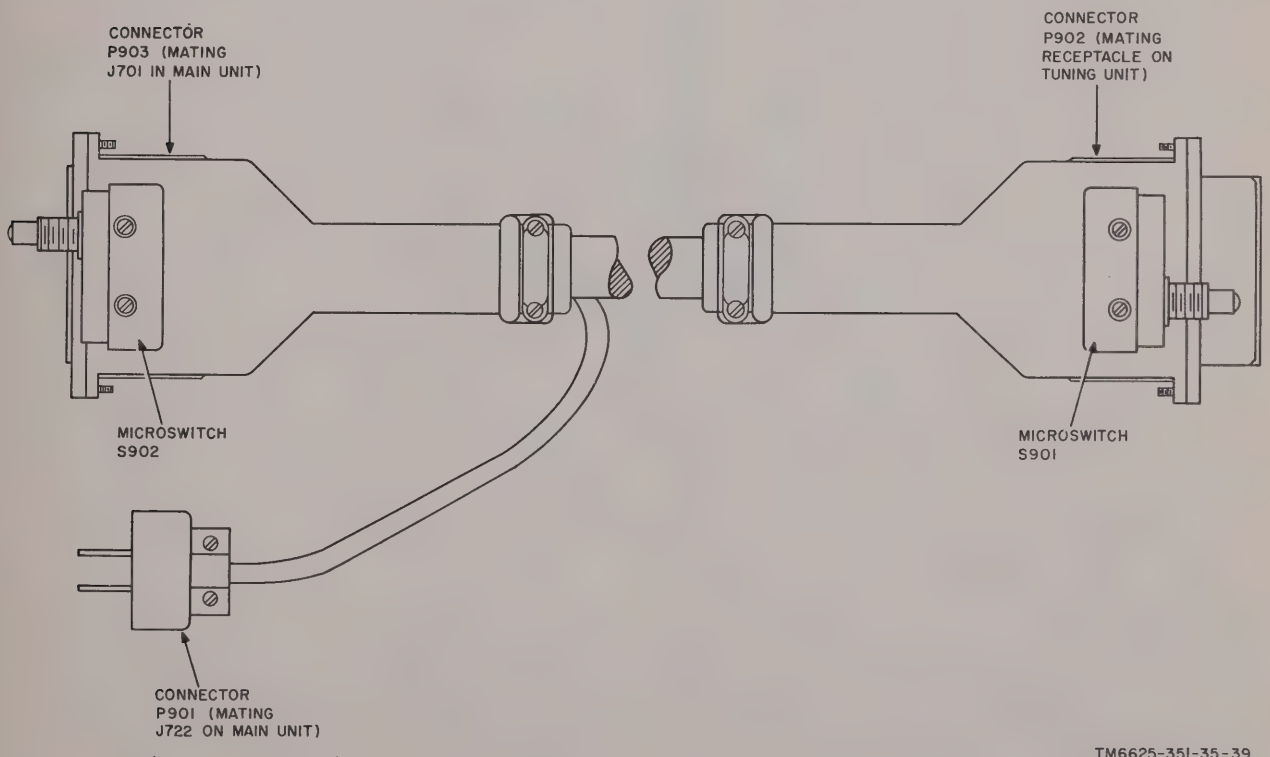

Figure 88. Cable Assembly, Special Purpose, Electrical Branched CX-6681/URM-85, parts location diagram.
b. Cable Assembly, Special Purpose, Electrical Branched CX-6681/URM-85 (fig. 88). This cable assembly is used for interconnecting a tuning unit, when operating outside of the main unit for troubleshooting (para 67) or signal substitution (para 71-74), to the main unit. A typical test setup is shown in figure 46; the schematic diagram of the cable assembly is shown in figure 39. Other than open circuits that may develop in the soldered connections to plugs P902 and P903, possible sources of trouble may exist as follows:
(1) Failure of contact closure within microswitch S901, which is mounted to the bellhousing on connector P902. The contact should close when connector P902 is inserted as far as possible into its mating receptacle at the rear of a tuning unit. Failure to hear a clicking sound, when inserting the connector into the receptacle, is cause for suspecting a defective microswitch. Disassembly and reassembly is accomplished by the two screws that secure the microswitch to the bellhousing.
(2) Failure of contact closure within microswitch S902, which is mounted to the bellhousing on connector P903. The contact should close when connector P903 is inserted as far as possible into its mating receptacle J701 on the interior wall of the main unit tuning